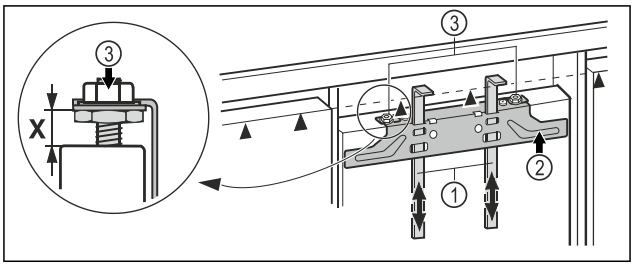

Fig. 43
▶ 将安装辅助装置 *Fig. 43 (1)* 向上推至家具门高度。安装辅助装置的下止挡边缘 ▲ = 待安装家具门的上缘。
▶ 通过锁紧螺母 *Fig. 43 (3)* 拧下固定横梁 *Fig. 43 (2)*。